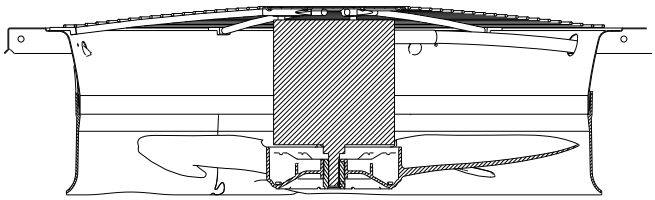

Fig. 25 — Condenser Fan Adjustment
2. Remove condenser-fan assembly (grille, motor, and fan) (see Fig. 25).